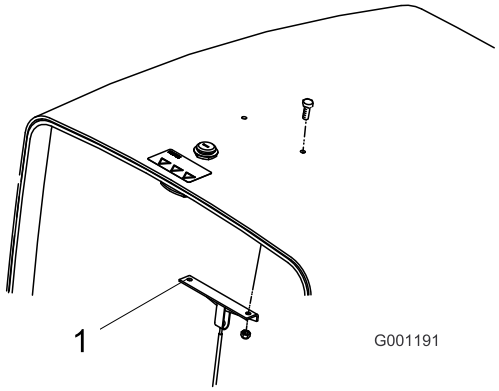

Figuur 4
1. Verwijder de (2) schroeven en moeren waarmee de kabelbeugel van de motorkap is bevestigd aan de onderkant van de motorkap (Figuur 4). Gooi de schroeven en moeren weg.